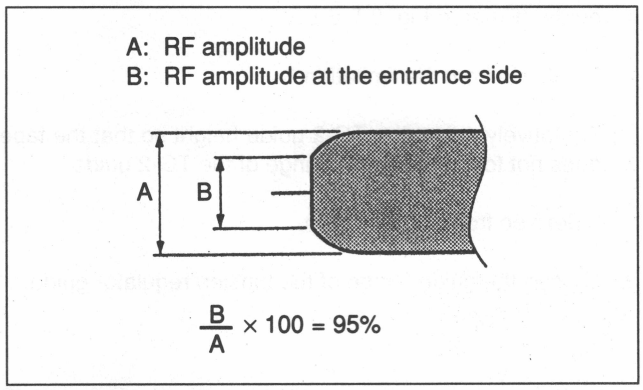

Fig. 8-5-8. Adjust the Tension Regulator Guide Height
10. Adjust the tension regulator guide height so that the RF contact waveform amplitude at the entrance side is about 95% from the state in step 9. After the height adjustment, fix the guide flange. (Refer to Fig. 8-5-8.)
12. Press the tape slightly in the upper flange of the TG-2 guide and adjust so that the entrance RF waveform level of 95% in step 10 is 100%. (Refer to Fig. 8-5-8/10.)